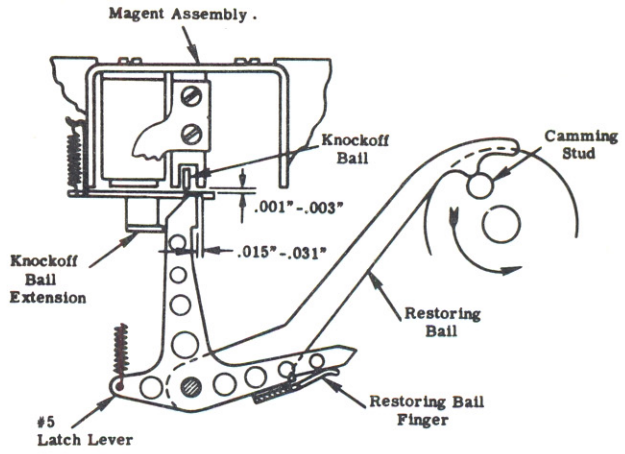

Figure 14 - Knockoff Adjustment
4. With the latch restoring bail in its extreme operated position, the knockoff bail should allow from .001" to .003" movement of all armatures. The inside finger of the restoring bail may be formed slightly to alter the movement of the inside latch which operates the knockoff bail. Care should be taken not to bend this finger so far that it will limit the proper latching action of the inside latch over the rear end of the punch lever. Also, the full operated position of the latch restoring bail should allow .015" to .031" overtravel between the front edge of the latch lever & the armature latching surface. (See Figure 14)